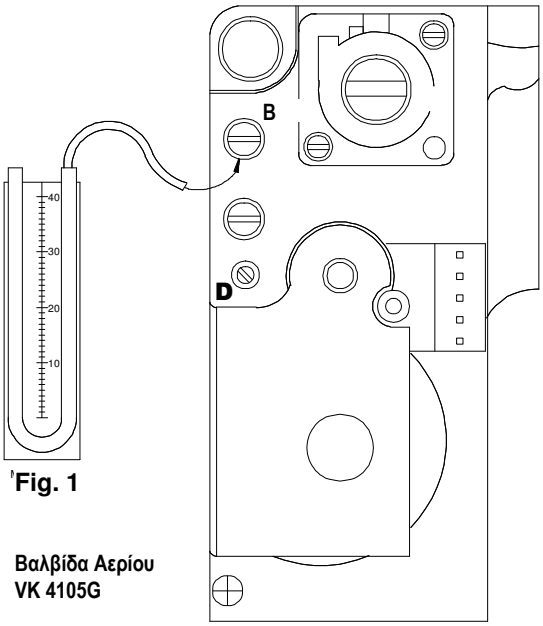

Fig. 1
- Με ένα κατσαβίδι στρέψατε την βίδα **D** (fig.1) τελείως δεξιόστροφα ;
- Για να ρυθμίσετε την ελάχιστη πίεση, στρέψατε την βίδα **D** (fig.1) τέρμα αριστερόστροφα δηλαδή κατά δύο πλήρες στροφές.
1. Τοποθετήστε ένα κατσαβίδι στο σημείο μέτρησης **B** (fig.1) Περιστρέψατε τον κοχλία κατά δύο περιστροφές και τοποθετήσατε το μανόμετρο στο σημείο λήψης επί της βαλβίδας αερίου;
9. Το μανόμετρο που έχει συνδεθεί στο σημείο μέτρησης **B** (fig. 1) θα δείξει την ελάχιστη πίεση αερίου;
13. Αφαιρέστε το σωληνάκι από το σημείο μέτρησης **B** (fig.1), ασφαλίστε το σημείο μέτρησης και κάντε έλεγχο για τυχόν διαρροή;
1. Τοποθετήστε στο σημείο μέτρησης **B** (fig.1); ένα μανόμετρο ως ανωτέρω.
13. Τοποθετήσατε το μανόμετρο του αερίου στην θέση του (B) όπως φαίνεται στο ανωτέρω σχήμα (fig. 1) και διαβάστε την πίεση του αερίου.
15. Αφαιρέστε την τάπα **A** (fig.1) και με ένα κατσαβίδι περιστρέψατε την πλαστική βίδα;